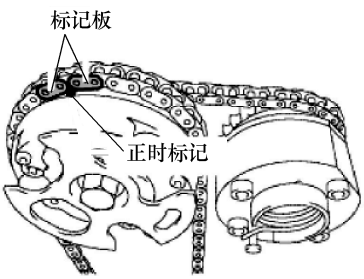

图 1-11　1 号链条橙色标记与凸轮轴正时齿轮对正
① 如图 1-11 所示，将 1 号链条的橙色标记板与凸轮轴正时齿轮的正时标记对准，并将链条接合到齿轮上。